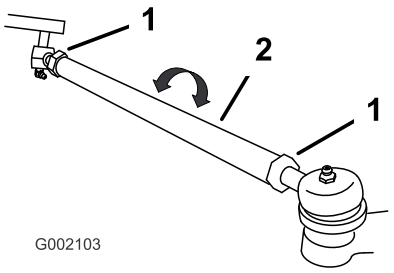

Figur 54
7. Om måttet inte hamnar inom 0–6 mm ska du lossa kontramuttrarna i båda ändarna av dragstängerna (Figur 54).